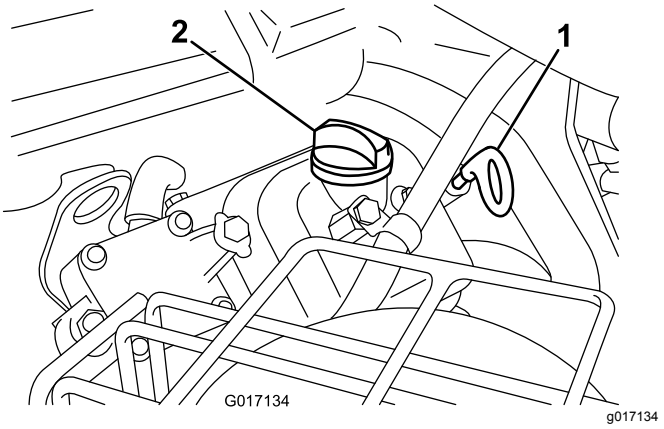

Figura 41
3. Introduzca la varilla en el tubo y enrósquela en el tubo (Figura 41).